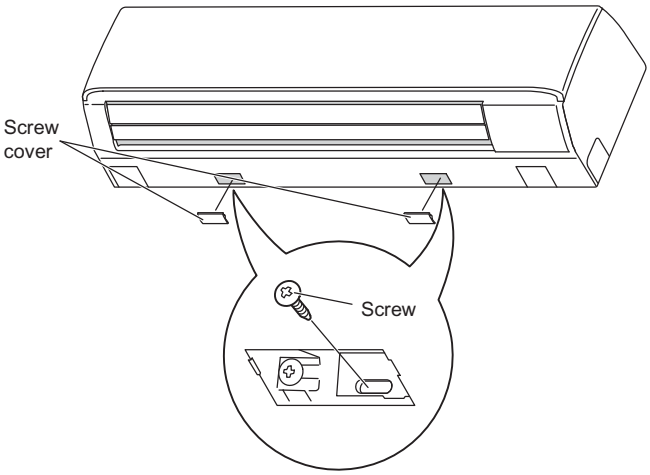

Fig. 1-87
(1) Remove the screw cover on the bottom surface. (Fig. 1-87)
(2) Fasten the frame to the rear panel using the 2 supplied tapping screws 4 × 10 mm. (Fig. 1-87)